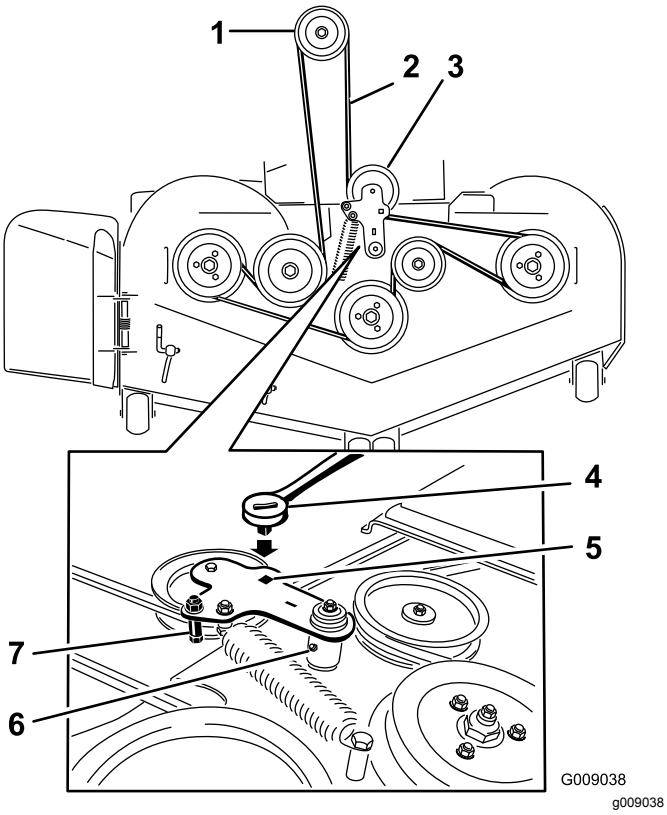

Figur 107
5. Løft vognbunden op, og stik en skralde i det firkantede hul i skjoldstyrearmen (Figur 107).
6. Drej skjoldstyrearmen med uret, og tag plæneklipperremmen af (Figur 107).